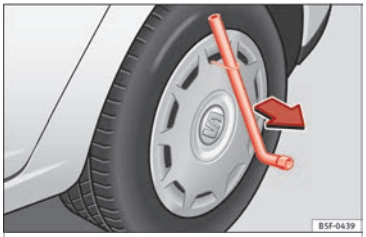

**Fig. 81** Remove the wheel cover.
- Remove the wheel cover using the wire hook ››› **Fig. 81**.